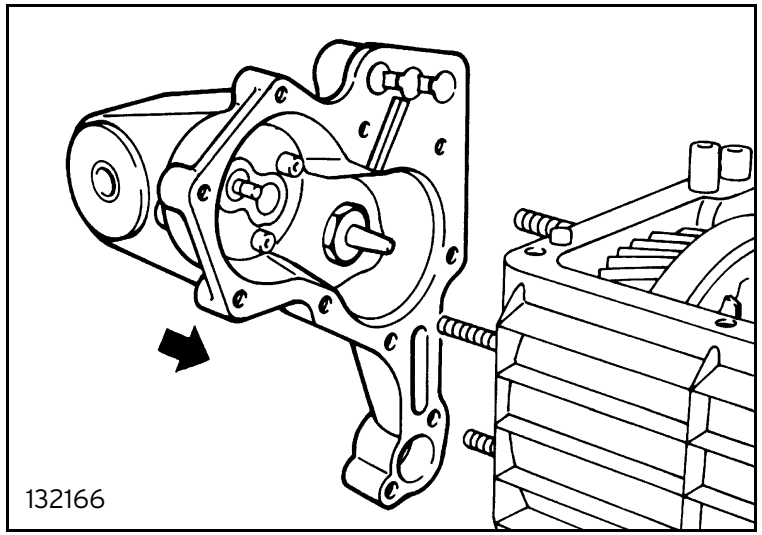

Fig. 67
- spread Loctite 518 sealant on the sealing surfaces, then fit the gearbox oil pump body and tighten the securing nuts to the specified torque (figure 67);